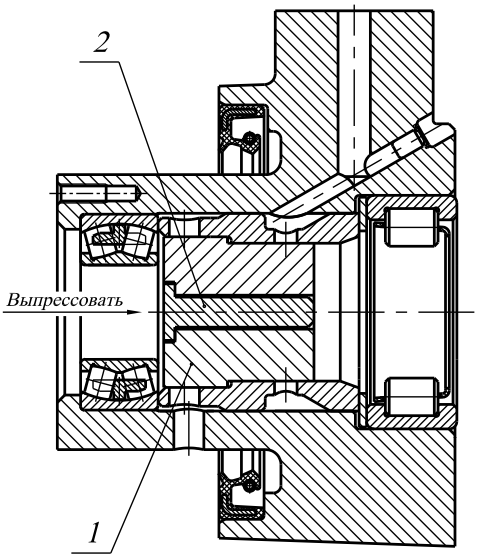

Рис. 35. Выпрессовка распорной втулки
9. Отвернуть болты крепления упорного фланца 16, выпрессовать наружную распорную втулку 21 и наружную обойму заднего подшипника. Во избежании передачи осевого усилия через сепаратор переднего подшипника, выпрессовку необходимо проводить с помощью специального приспособления, как показано на рис. 35 и 36. После этого извлечь из корпуса передний подшипник.